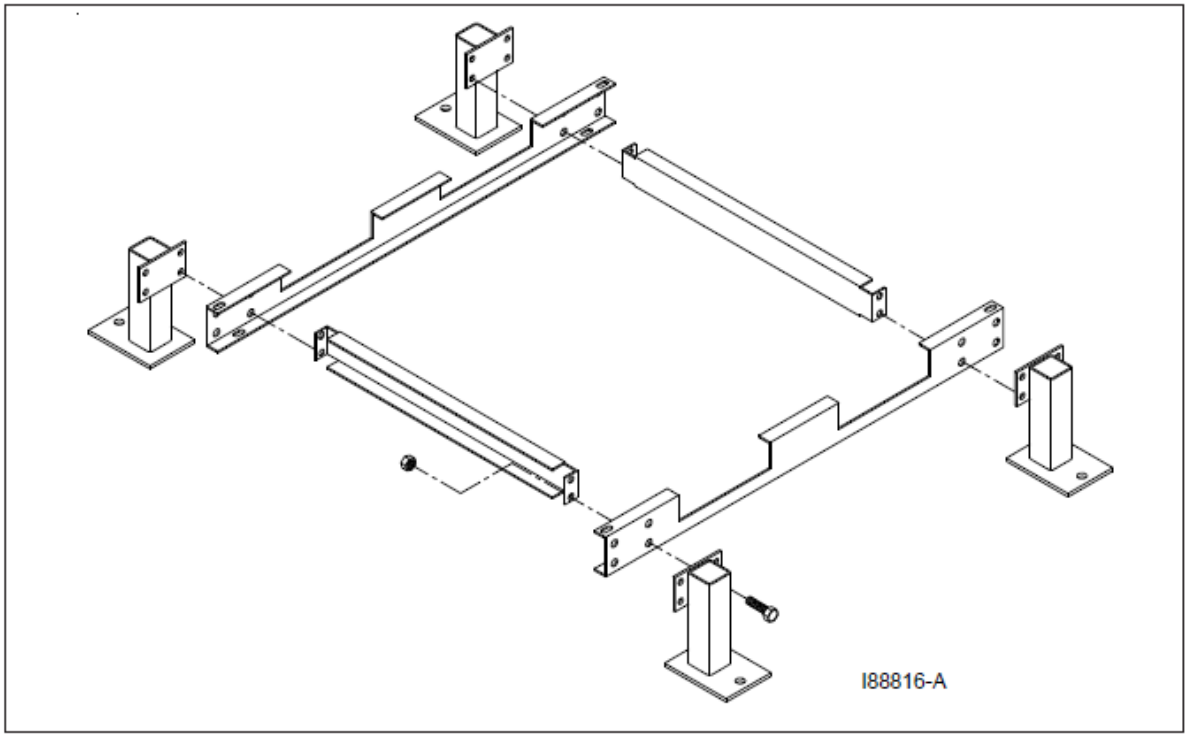

Figure 3B – Assembling the Support Stand
2. Assemble the CTB support stand as shown in Figure 3B, using the hardware provided.
NOTE: If the support stand has not been assembled, refer to Figure 3B.